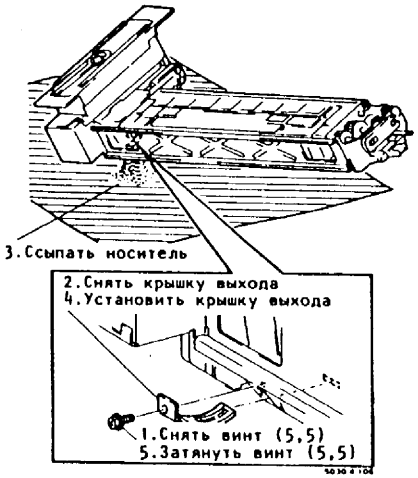

Рис.3. Ссыпание носителя
5. (Рис.3): Высыпать носитель.
Примечание: Поворачивать шестерню магнитного ролика для опустошения главного узла носителя от носителя. (Рис.3).